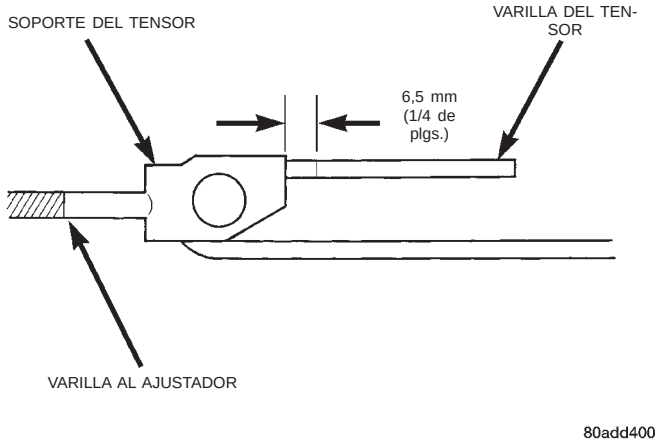

Fig. 61 Medición de la varilla del tensor
(6) Vuelva a instalar los tambores de freno y los conjuntos de rueda y neumático **después de completar** el ajuste de las zapatas de freno.
(7) Baje el vehículo lo suficiente para acceder a la palanca o pedal de freno de estacionamiento. Aplique totalmente los frenos de estacionamiento. Deje los frenos aplicados hasta completar el ajuste.
(8) Eleve el vehículo y marque la varilla del tensor a 6,5 mm (1/4 de plgs.) de la abrazadera del tensor (Fig. 61).
(9) Apriete la tuerca de ajuste del ajustador hasta que la marca de la varilla del tensor se alinee con la abrazadera del tensor.
(10) Baje el vehículo hasta que las ruedas traseras queden a unos 15 a 20 cm (de 6 a 8 pulgadas) del suelo del taller.
(11) Desenganche la palanca de freno de estacionamiento y verifique que las ruedas traseras giren libremente sin roce.
(12) Baje el vehículo.